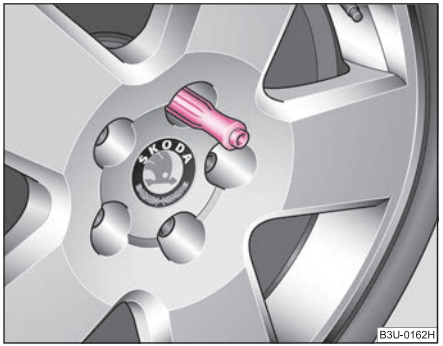

Fig. 196 Changing a wheel: Remove bolts with hexagon in screw-driver
– Turn the wheel bolt which is farthest to the **top** fully out with the **hexagon socket** in the screwdriver handle (car tool kit) and place the bolt down on a clean surface ⇒ fig. 196.